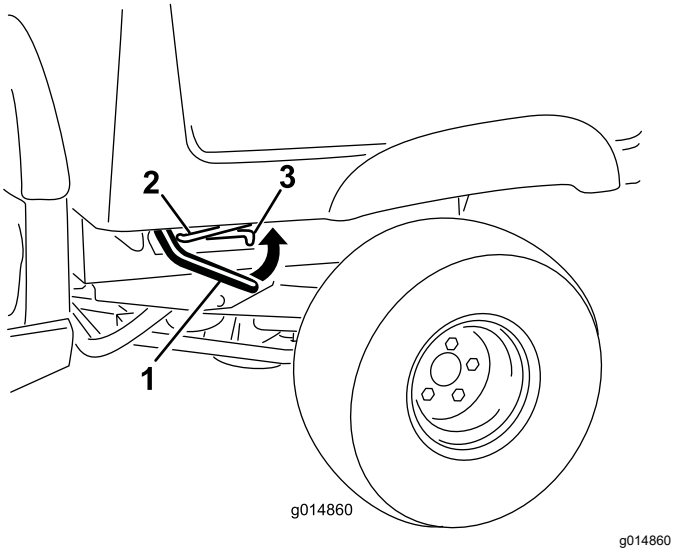

**Figur 13**
1. Lyft upp spaken på lådans båda sidor och lyft upp boxen (Figur 13).
1. Höj upp lastlådan något genom att lyfta upp låsspärren (Figur 13).